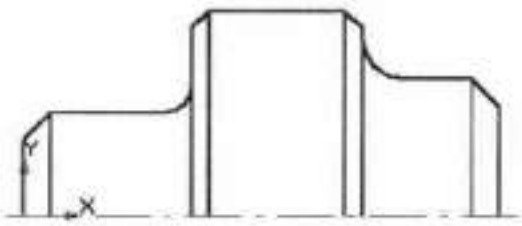

Рис. 19
6. Постройте скругления радиусом R4 между объектами самостоятельно. Нажмите кнопку ***Скругление***. Обратите внимание на то обстоятельство, что при построении скруглений в данном случае вертикальный элемент перестраиваться не будет. Если при указании элементов вертикальный элемент будет первым, то необходимо включить дополнительную кнопку **Усечение первого объекта**. После построения скруглений изображение детали показано на рис. 19.